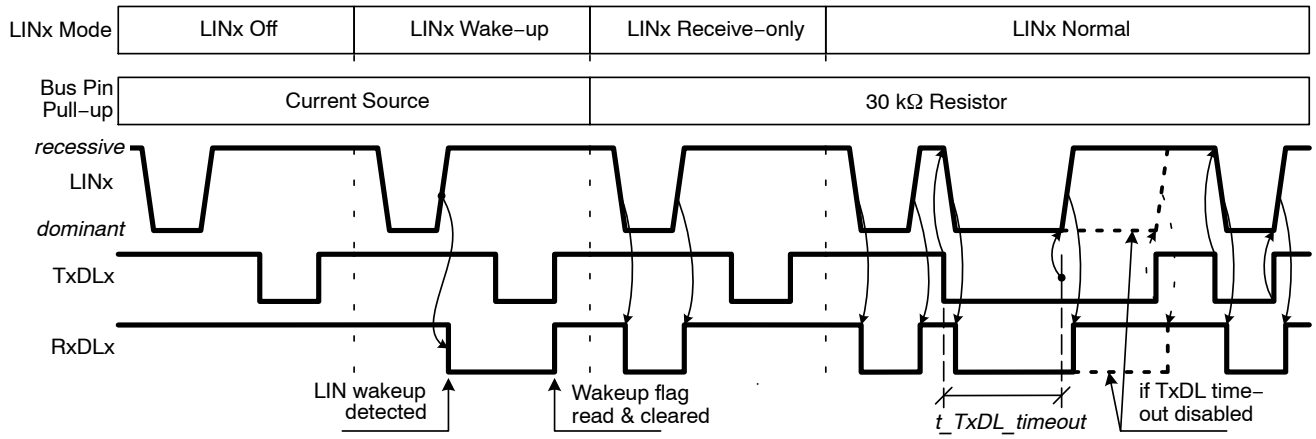

Figure 9. LIN Transceiver Modes
NCV7471(A) integrates two on−chip LIN transceivers − interfaces between physical LIN buses and the LIN protocol controllers compatible to LIN2.1 and J2602 specifications − consisting of a transmitter, receiver and wakeup detector. Each LIN transceiver can be connected to the bus line via LINx pin, and to the digital control through pins TxDLx and RxDLx. The functional mode of the LIN transceivers depends on the chip operating mode and on the status of the corresponding SPI bits − see Table 6, Table 7, and Figure 9. The LIN transceivers are supplied directly from the VS pin.